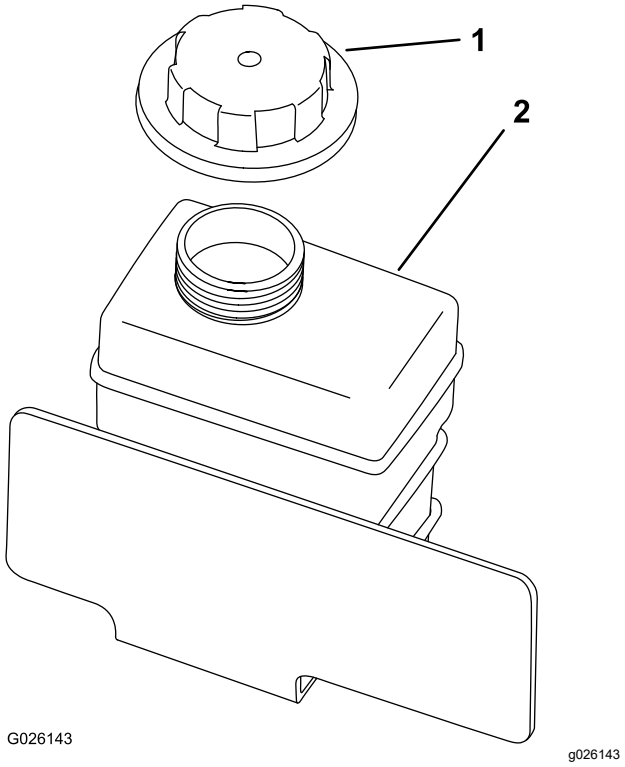

Figura 55
8. Llene lentamente el depósito auxiliar de refrigerante hasta que el nivel llegue al borde inferior del cuello de llenado (Figura 55).
9. Instale el tapón del depósito auxiliar (Figura 55).